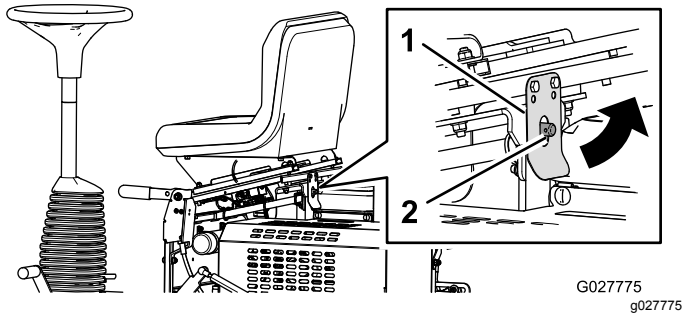

Figur 19
2. Åpne setelåsen, og vipp setet forover (Figur 19).